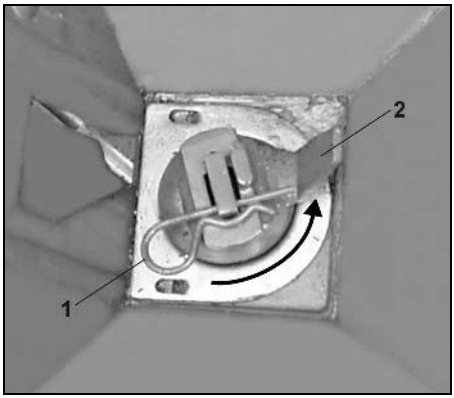

Rys. 48
- Wyciągnąć sprężystą zawleczkę (Rys. 48/1).
- Zdjąć głowicę mieszadła (Rys. 48//2).